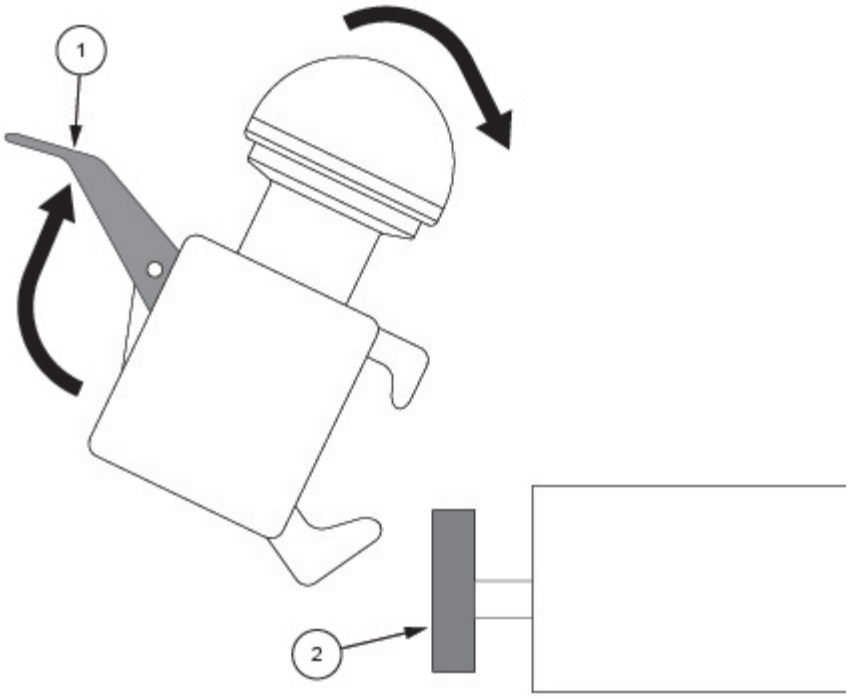

Figura 7-5. Instalación del joystick
1. Levante la pestaña de anclaje (1) y coloque el joystick junto al larguero de la mesa de quirófano (2). Consulte la *Figura 7-5*.